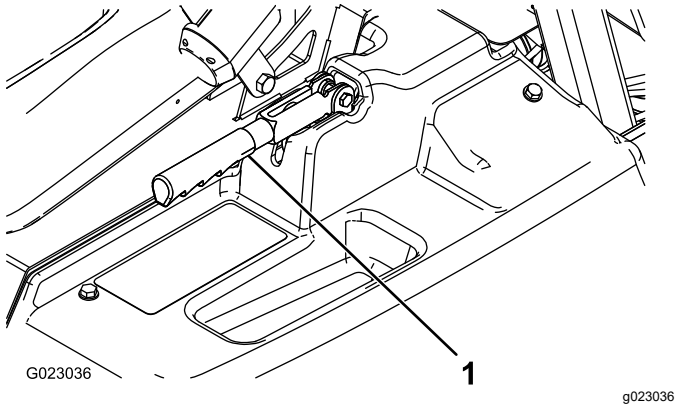

Figuur 54
2. Draai de stelschroef los waarmee de knop is bevestigd aan de parkeerremhendel (Figuur 54).